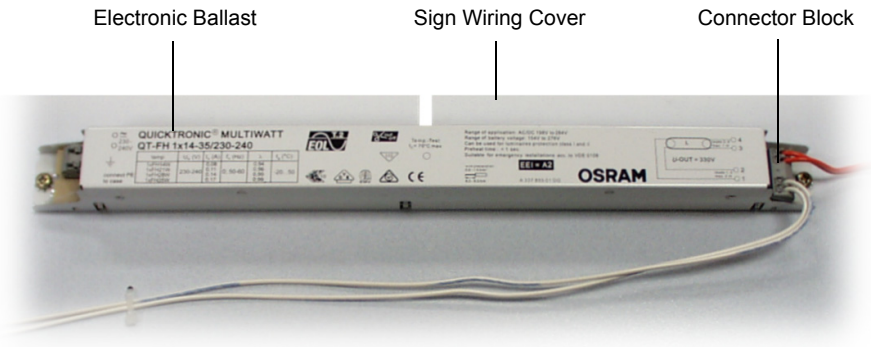

Figure 14: Electronic Ballast
7. The electronic ballast, mounted on the back of the sign wiring cover, can now be accessed for replacement (see figure 14, below).